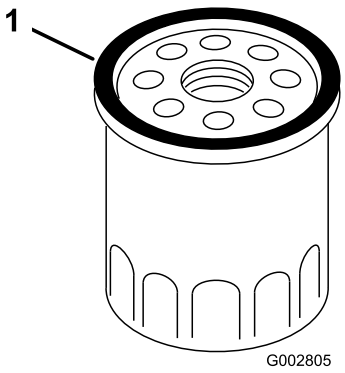

Bild 25
7. Schmieren Sie mit dem Finger etwas Öl auf die Dichtung am neuen Filter (Bild 25).